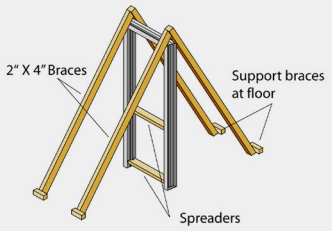

Figure 1: **Bracing the frame**
3. Brace the frame with 2” x 4” (50.8 mm x 101.6 mm) wood studs, as shown in Figure 1.